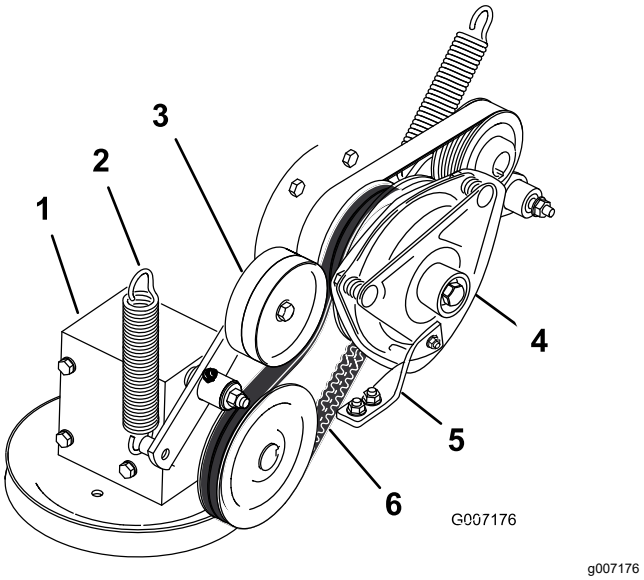

Figur 88
4. Demontera fjädern på remskivarmen (Figur 88).
7. Montera den nya kraftuttagsdrivremmen runt kopplingsskivan och växellådsskivan (Figur 88).
9. Montera fjädern på remskivearmen (Figur 88).